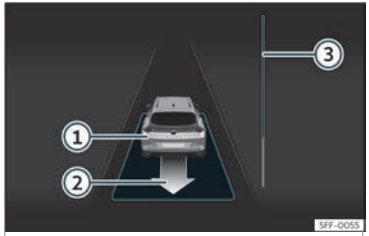

Abb. 174 Am Bildschirm des Kombi-Instruments: parallel zur Fahrbahn ausparken.
• Fahren Sie rückwärts, bis das Dauertonsignal des ParkPilot ertönt; **ODER:** fahren Sie zurück, bis am Bildschirm des Kombi-Instruments die Anzeige zur Vorwärtsfahrt erscheint. Die Fortschrittsanzeige ››› **Abb. 174** ③ zeigt den zurückzulegenden Abstand an››› **Seite 285**.